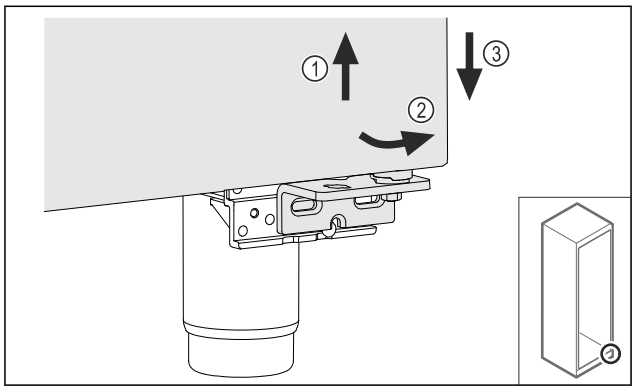

Fig. 11
▶ Ridicați ușor ușa *Fig. 11 (1)*, basculați-o jos spre înainte *Fig. 11 (2)* și coborâți-o *Fig. 11 (3)*.